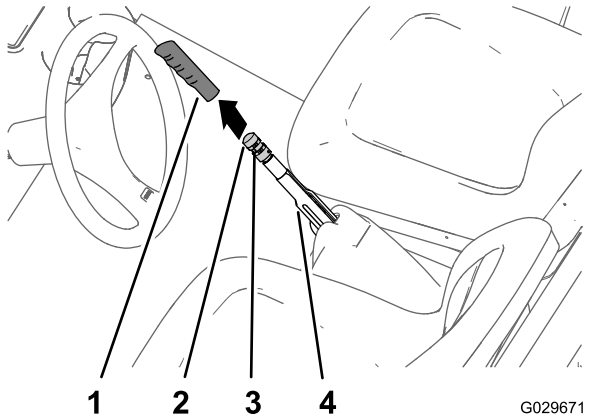

Figur 70
1. Fjern grebet fra parkeringsbremsehåndtaget (Figur 70).
2. Løsn sætskruen, der fastgør bremsejusteringsgrebet til parkeringsbremsehåndtaget (Figur 70).
3. Drej bremsejusteringsgrebet, indtil der kræves en kraft på 133 til 156 Nm for at aktivere parkeringsbremsehåndtaget (Figur 70).
4. Stram sætskruen og monter håndgrebet (Figur 70).
1. Fjern grebet fra parkeringsbremsen (Figur 70).
2. Løsn sætskruen (Figur 70), der fastgør bremsejusteringsgrebet til parkeringsbremsehåndtaget, slip parkeringsbremsen og løsn bremsejusteringsgrebet.
5. Drej bremsejusteringsgrebet (Figur 70), indtil der kræves en kraft på 133 til 156 Nm for at aktivere parkeringsbremsehåndtaget.
C. Drej bremsejusteringsgrebet (Figur 70), indtil der kræves en kraft på 133 til 156 Nm for at aktivere parkeringsbremsehåndtaget.
- Stram sætskruen og monter håndgrebet (Figur 70).